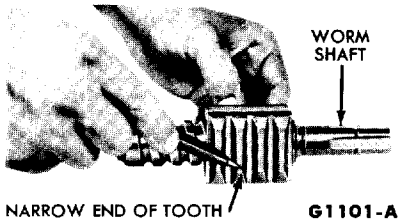

FIG. 15—Ball Nut Position
6. Remove the ball nut guide retainer and the ball guides. Turn the nut over and remove the balls by rotating the worm shaft from side to side. Catch the balls in a clean pan or a clean cloth. Remove the ball nut from the worm shaft. **Note the position of the ball nut on the worm shaft (Fig. 15).**
10. Slide the ball nut over the worm. See Fig. 15 for correct position. Align the ball return guide holes with the worm groove. Count 31 balls (one half the total number of balls) into a suitable container. This is the number of balls required to fill one circuit. Drop these balls into both guide holes of one circuit, while alternately turning the worm in opposite directions. Fill the circuit from the bottom of one guide hole to the bottom of the other guide hole. The remaining balls should fill the return guide.